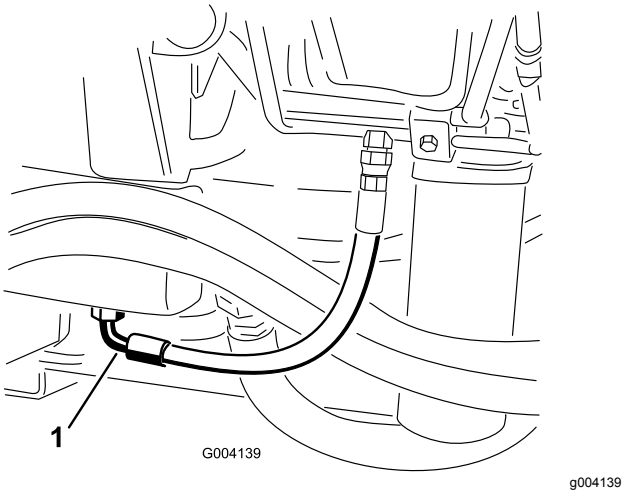

Figuur 100
3. Plaats een grote opvangbak onder de fitting aan de onderzijde van het hydraulische reservoir (Figuur 100).